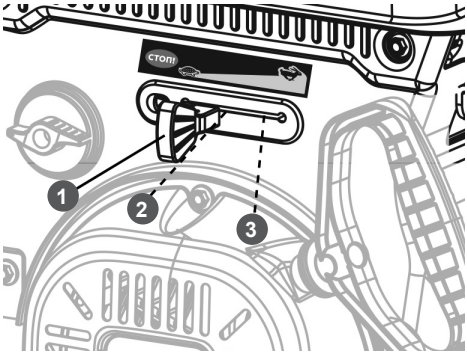

**Рис. 31 Положения рычага газа**
4. Переведите рычаг газа сначала в крайнее левое положение, затем в крайнее правое, после чего установите рычаг в среднее положение (Рис. 31).
2. Рычагом газа переведите двигатель в режим холостого хода (переведите рычаг газа в положение 2 (Рис. 31).
4. Переведите рычаг газа в положение 1 (крайнее левое) (Рис. 31).